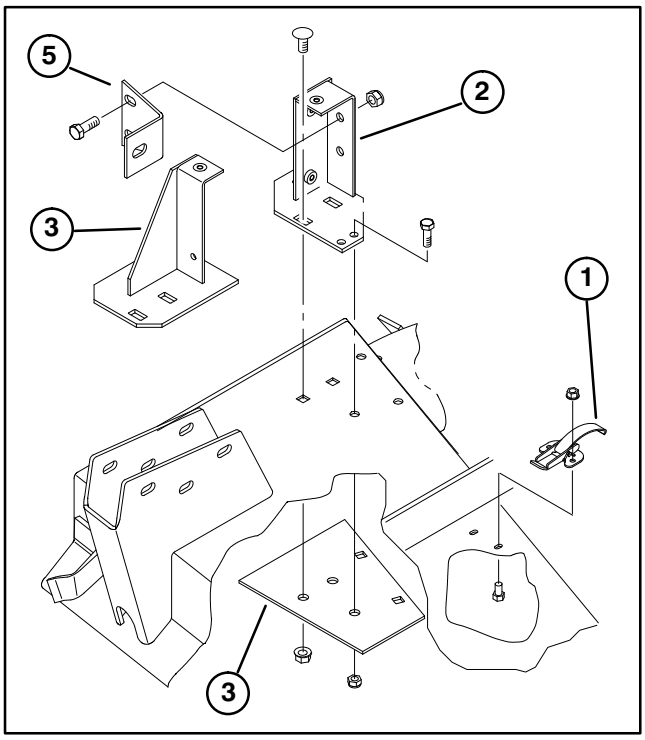

Figure 9
1. Remove fasteners securing right hand deck cover spring latch to right side of cutting deck (Fig. 9). Remove and retain latch for future use with right hand cover.
2. Position blower and mounting brackets on deck, aligning mounting holes with holes previously used for mounting grass deflector. Figure 9 is shown with blower removed from brackets. Make sure there is no gap between blower and cutting deck.
3. Position new reinforcement plate under deck aligning mounting holes with holes previously used for mounting grass deflector (Fig. 9).
4. Mount front and rear brackets and reinforcement plate to deck with (2) previously removed 3/8 −16 x 7/8" lg. carriage bolts and flange nuts each (Fig. 9). Bolt heads must be on top of deck.
5. Remove (2) knobs securing blower to mounting brackets. Remove blower.
6. Using each bracket as a template, mark location and drill (2) additional 11/32" dia. holes. (2 holes for rear bracket and 1 for front bracket. Use reinforcement plate for a template to drill (1) 11/32" dia. hole for rear bracket.
7. Secure brackets and reinforcement plate to deck with 5/16 −18 x 3/4" lg. capscrews and locknuts (Fig. 9). Capscrew heads must be on top of deck.
8. Mount blower brace to rear mounting bracket with (2) 3/8 −16 x 1" lg. capscrews and locknuts (Fig. 9). and to castor arm with a 3/8 −16 x 1" lg. capscrew.